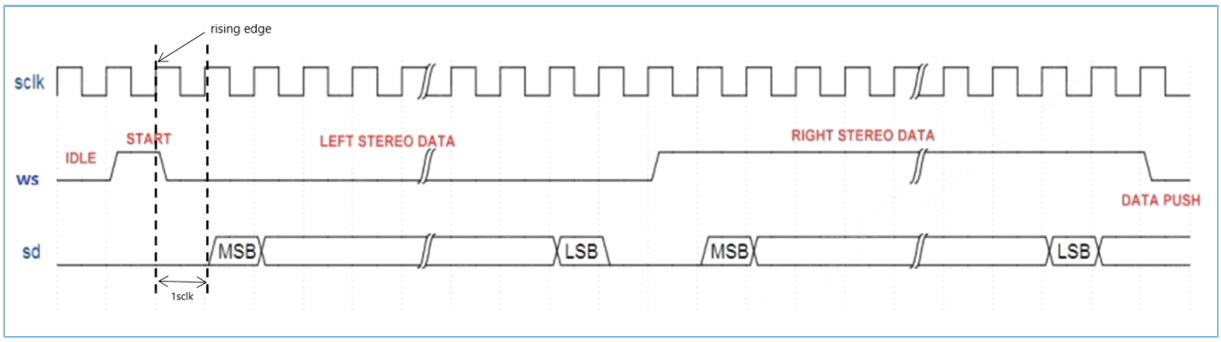

Figure 8-108 I2S formats (receiver)
- The I2S module of GR5526 adopts the I2S Philips standard (neither MSB justified standard nor LSB justified standard). For instance, when WS is low, the word being transferred is left stereo data; when WS is high, the word being transferred is right stereo data. For standard I2S formats, the MSB of a word is sent one SCLK cycle after a WS change. Serial data sent by the transmitter can be synchronized with either the negative edge or positive edge of the SCLK signal. However, the receiver must latch the serial data on the rising edge of SCLK. The formats (as receiver) are shown in Figure 8-108.